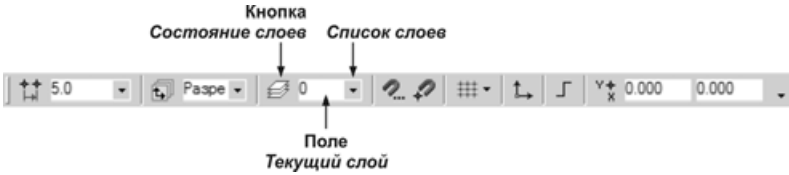

Рис. 3.38
- Средства управления слоями расположены на панели **Текущее состояние** (рис. 3.38). Нажмите кнопку **Состояние слоев**.